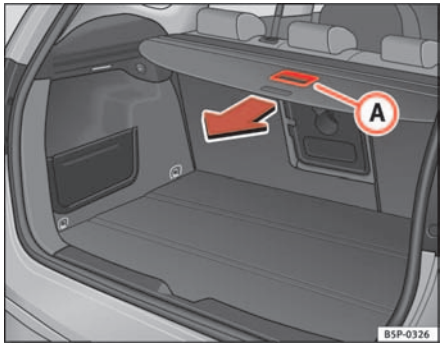

Fig. 120 Operating the stowage compartment tray
– Pull the tray backwards using the lever (A) until you hear a “click” ⇒ fig. 120.